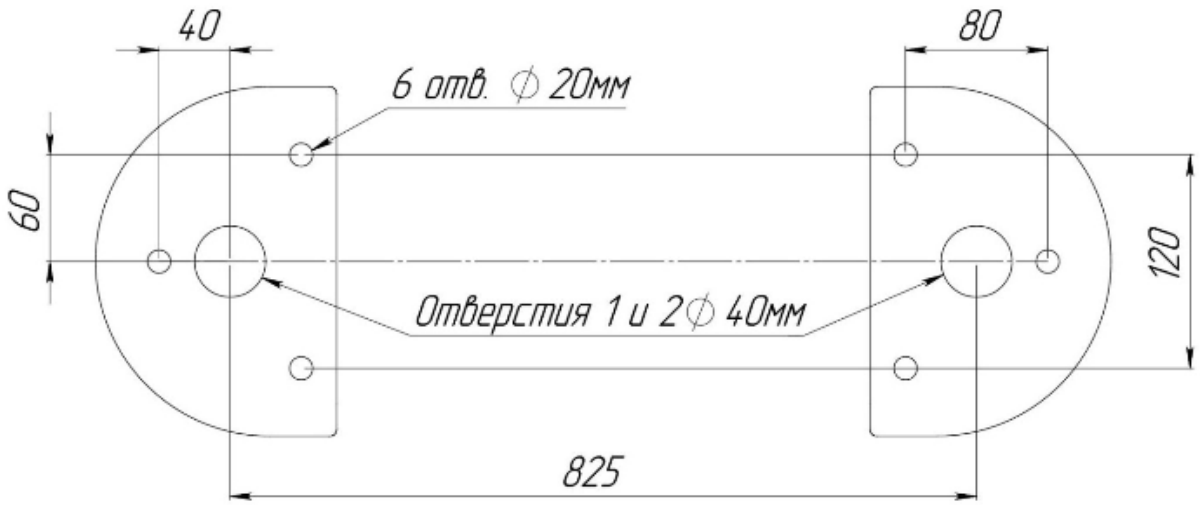
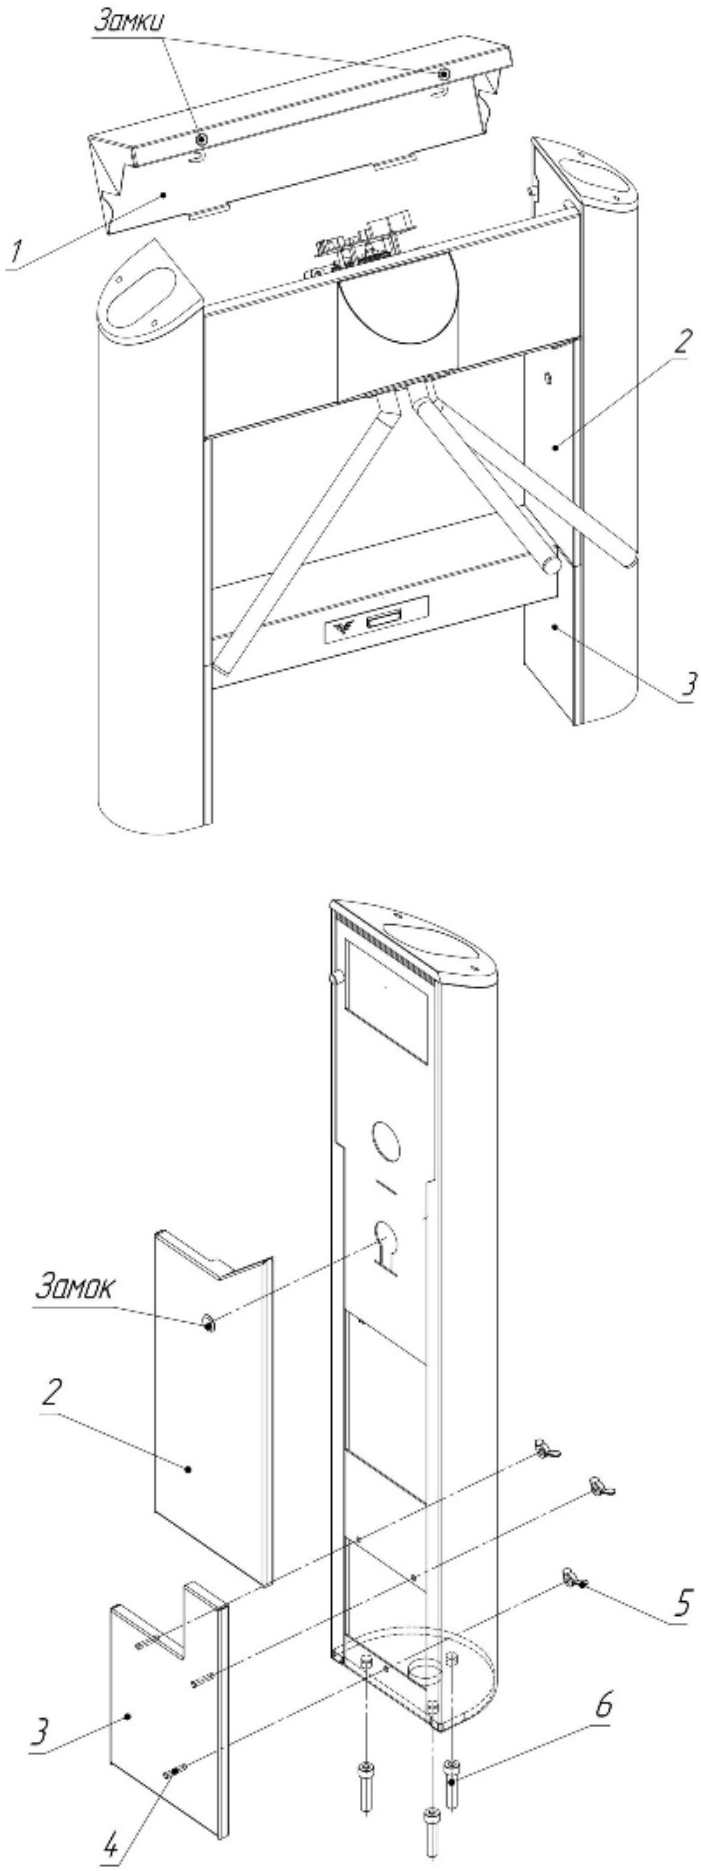
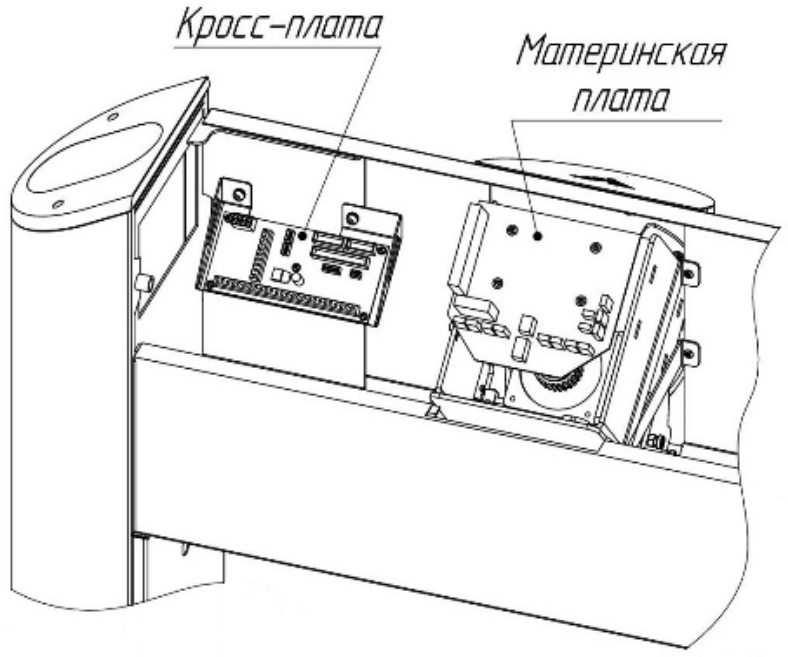

Рис. 5. Установочные размеры
Рис. 6. Схема установки турникета
Рис. 7. Расположение кросс-платы на стойке турникета
4.2.3. По установочным размерам (рис. 5), подготовьте 6 отверстий диаметром 20 мм в полу под анкеры крепления стойки турникета. Расположение монтажных отверстий относительно внешних габаритов турникета представлено в Приложении 3. Глубина закладного отверстия должна превышать длину анкера на 5 мм. Вставьте анкеры в отверстия.
4.2.4. Подводка кабелей производится через отверстия 1 или 2 (рис. 5) в нижних плитах стоек турникета.
4.2.7. Установите турникет на подготовленную площадку (рис. 5). Откройте замок и снимите дверцу (2, рис. 6). Со шпилек (4, рис. 6) нижней боковой крышки (3, рис. 6) открутите 3 барашковые гайки (5, рис. 6) с внутренней стороны стойки и снимите ее. Снимите со второй стойки дверцу и боковую крышку, проделывая аналогичные операции. В нужную стойку заведите кабели от ПУ, БП и, при необходимости, кабели СКУД и ОПС.
4.2.8. Совместите отверстия в стойке турникета с анкерами в полу. Проверьте вертикальность установки в 2-х плоскостях, при необходимости используйте стальные прокладки требуемой толщины для правильной установки турникета. Закрепите стойку турникета шестью винтами М12 (6, рис. 6), закрутив их в соответствующие анкеры, используя ключ для винта с внутренним шестигранником S10.
Подключение БП, ПУ и СКУД осуществляется с помощью кросс-платы. Для этого необходимо снять крышку турникета, (1, рис. 6), используя ключи. На рис. 7 показано расположение кросс-платы на стойке турникета.